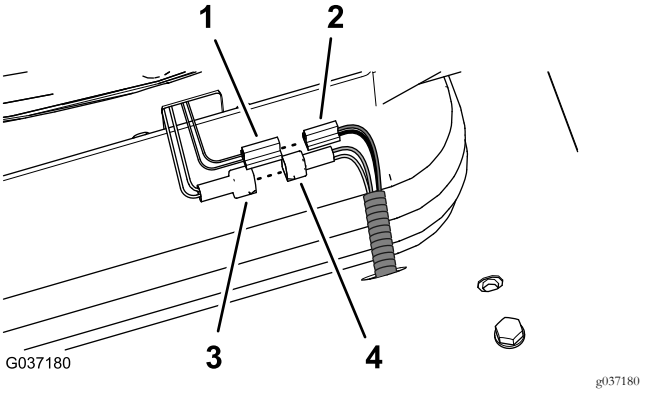
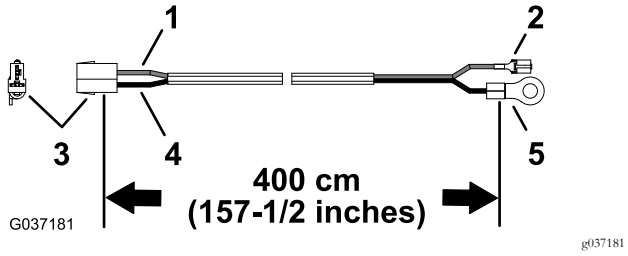

Bild 30
Bild 31
2. Schließen Sie den Stecker für den Sitzschalter (gelbes und schwarzes Kabel) am Stecker des Maschinenkabelbaums an (Bild 30)
3. Ermitteln Sie den Kabelbaum (400 cm) (mit Kabelbaum), wie in Bild 31 abgebildet.
5. Stecken Sie den 2-Stift-Flachstecker für die Sitzluftfederung in den 2-Buchsen-Stecker (schwarzes und rotes Kabel) für den Kitkabelbaum (400 cm) (Bild 30 und Bild 31).